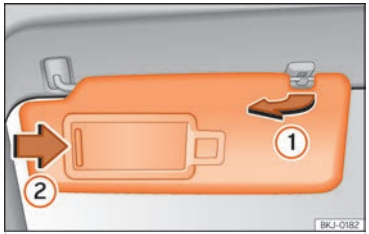

Fig. 82 Parasol.
- El parasol puede extraerse de la fijación y girarse hacia la puerta ››› fig. 82 ①.